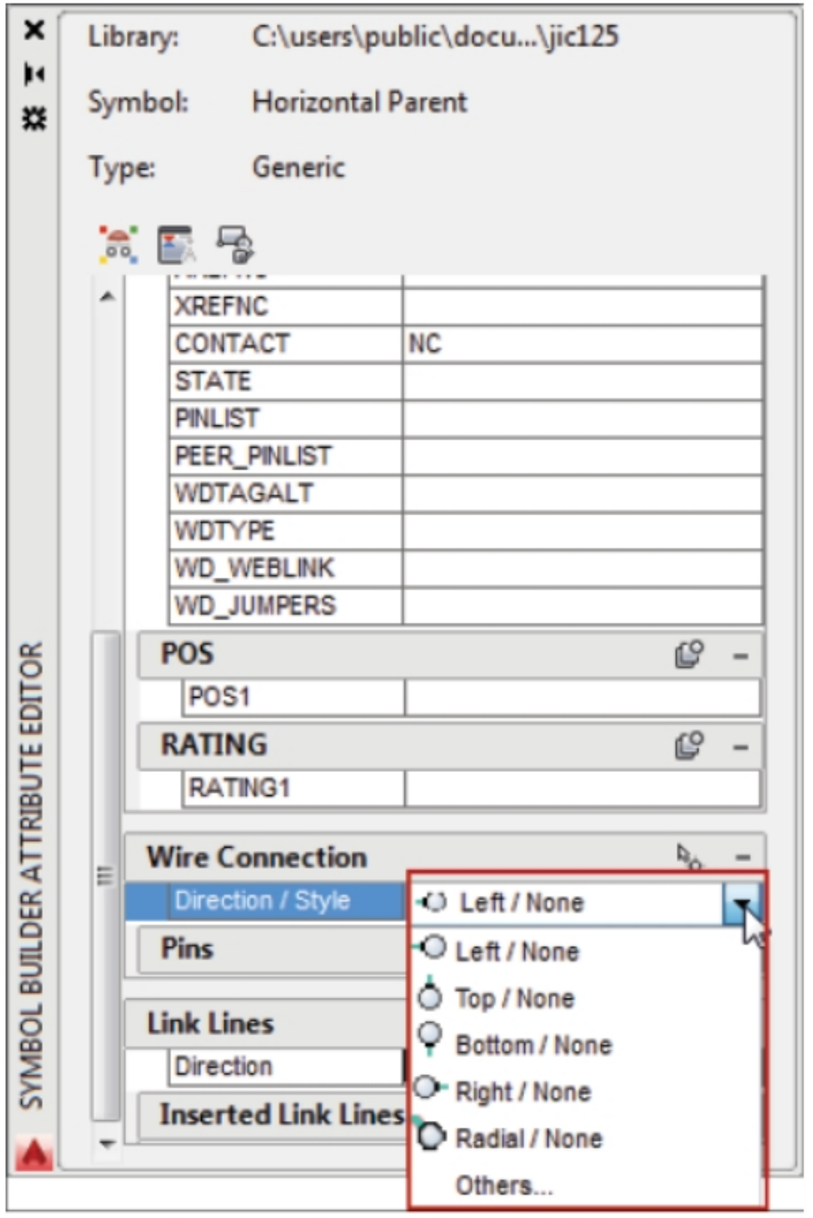

Figure-52. Direction or Style drop-down
- Click in the **Direction/Style** drop-down of the **Wire Connection** rollout in the **Symbol Builder Attribute Editor**; refer to Figure-52. Select desired orientation for wire connection from the list displayed. (We will select the **Radial/None** option from the list.)